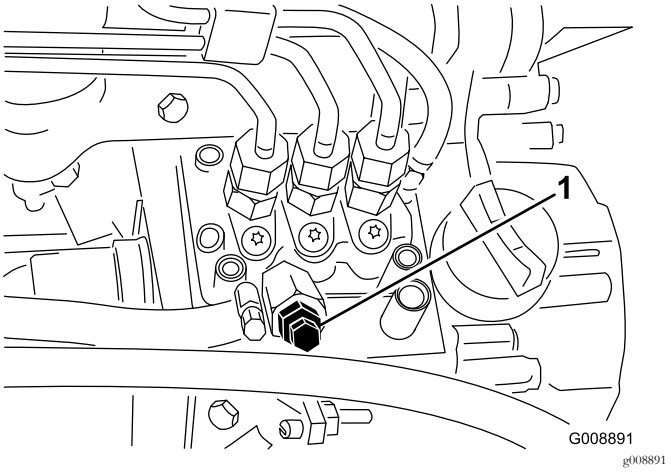

Rysunek 43
4. Odkręć śrubę odpowietrzania na pompie wtryskowej paliwa (Rysunek 43).